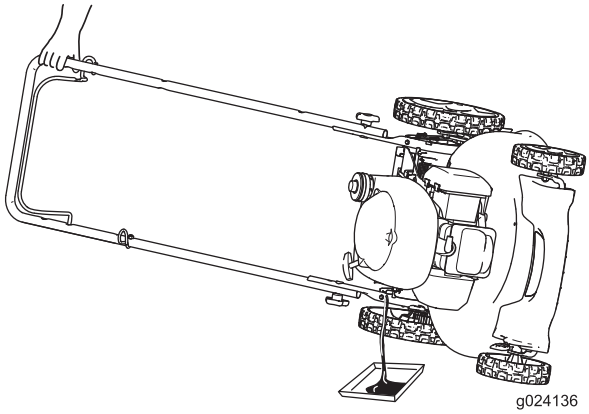

Figure 18
3. Inclinez la machine sur le côté (jauge en bas) pour vidanger l'huile usagée par le goulot de remplissage (Figure 18).